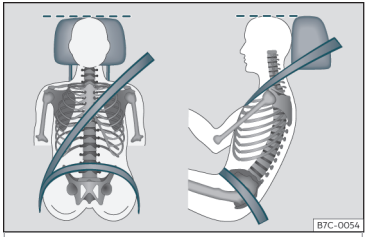

Fig. 3 Nastro della cintura e poggiatesta posizionati correttamente.
- Regolare il poggiatesta portando il suo bordo superiore alla stessa altezza della parte superiore della testa, in nessun caso mai sotto l'altezza degli occhi. Tenere la nuca quanto più vicino possibile al poggiatesta››› **fig. 3**.